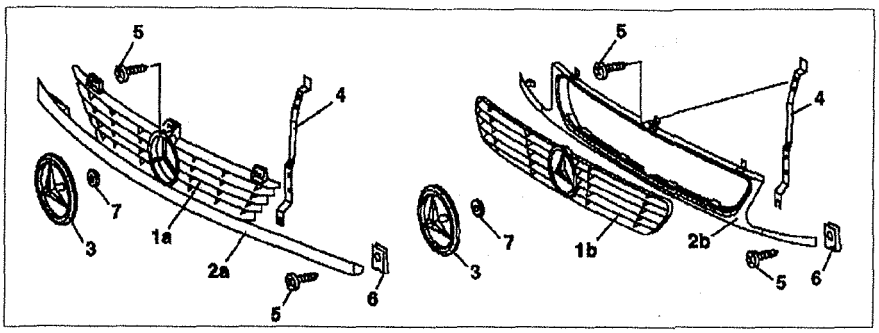

Рис. 11.1. Решетка радиатора:
3. Открутите болты **5** (см.рис. 11.1).